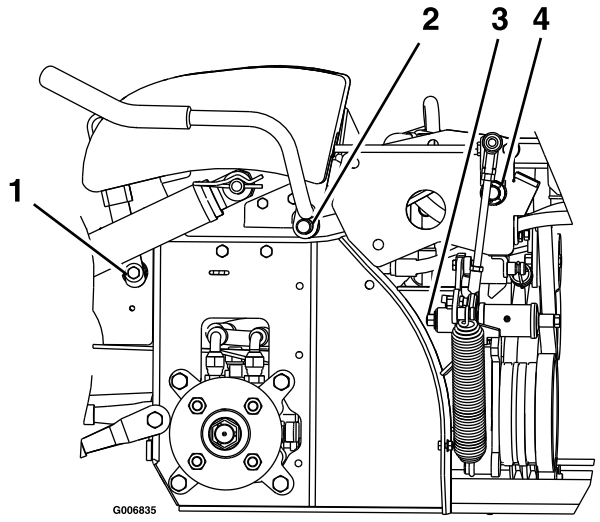

Bild 34
2. Fetten Sie die bronzenen Büchsen am Drehzapfen des Bremshebels mit Sprüh- oder Leichtöl ein (Bild 34).